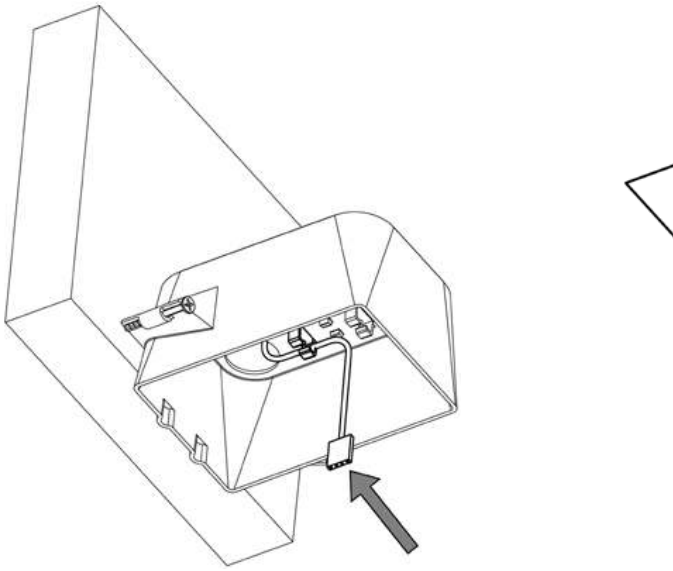

Figure 9
4. Route one end of the 30-foot LED power cable through the knockout into the junction box, and fasten it to one of the interior clips to hold it in place **(Figure 9)**. Note that both ends of the 30-foot LED power cable are the same.